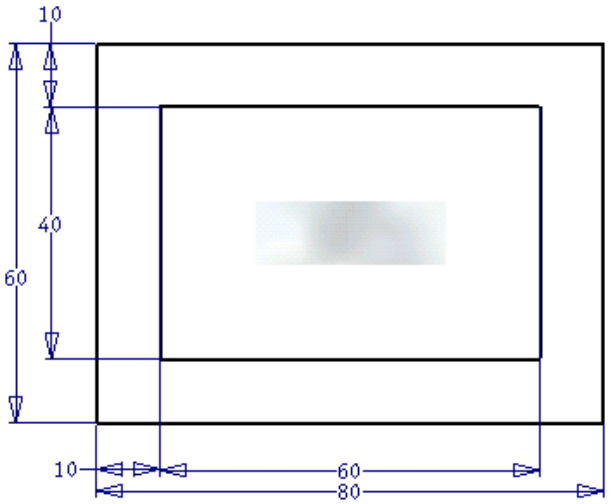

***Figure 18-41*** *Modified dimensions of the cavity*
2. Modify the dimensions of the cavity, as shown in Figure 18-41.